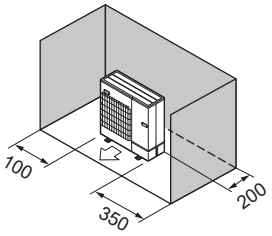

Abb. 2-9
(3) Hindernisse nur auf der Rückseite und auf beiden Seiten (Abb. 2-9)